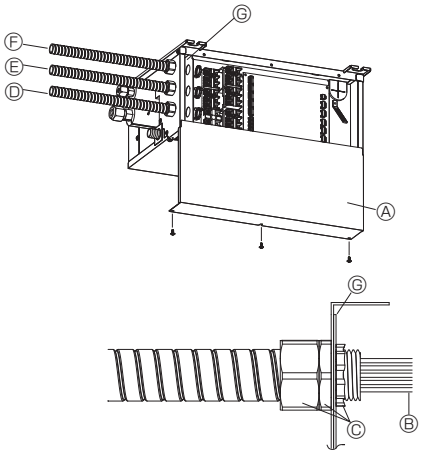

Fig. 9-5
9.1. Cuando se utiliza un conducto de cableado (Fig. 9-5, 6, 7)